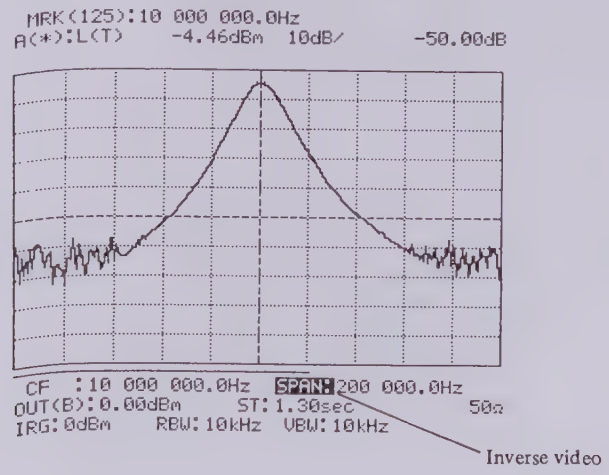

Fig. 2-25 Inverse Video Display
(1) When changing condition of items that is shown on an inverse video line as in Fig. 2-25, only set data may be set by using method d.